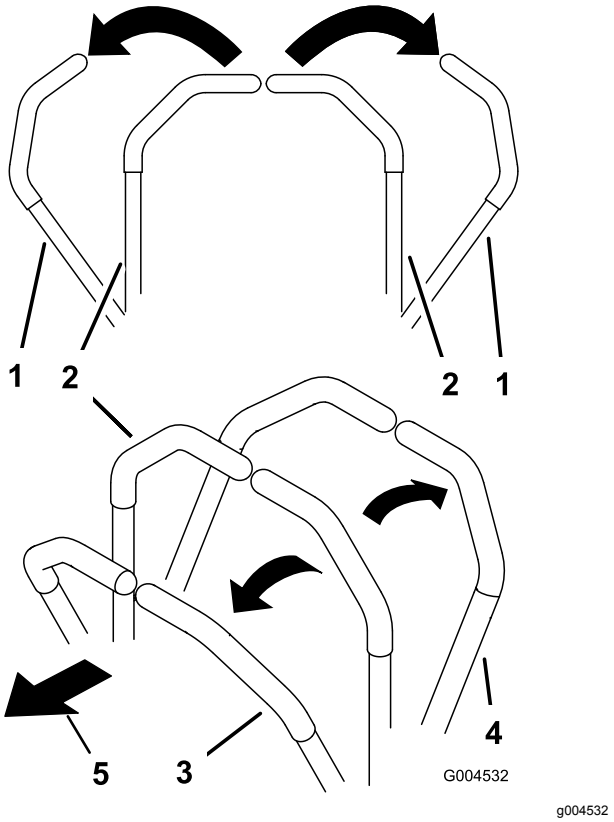

Figur 21
1. Flyt styrehåndtagene til neutral låst position (Figur 21).